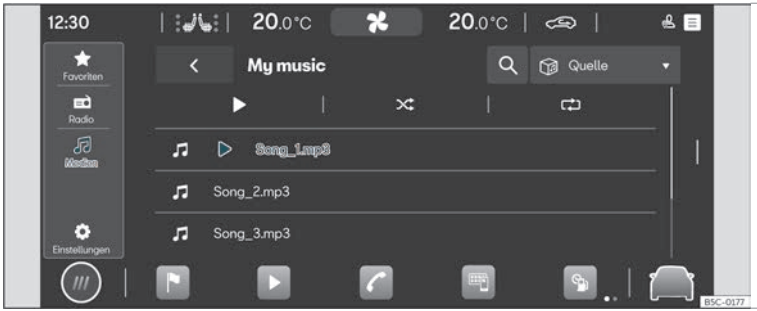

Abb. 128 Schematische Darstellung: Ansicht Medien
- Drücken Sie **HOME** > ▶ > ♫ »» **Abb. 128**.